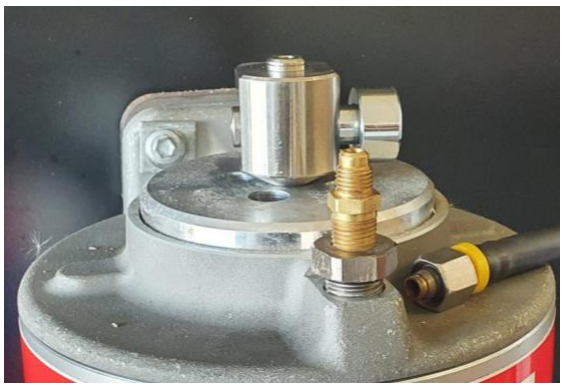

FIG 1 Picture shows elbow removed and nipple in place
3. With the vent valve removed, attach nitrogen to nipple on cylinder discharge port (fig 1) and slowly pressurize, you will hear the piston return to the bottom of cylinder. The piston indicator will be in the out position.